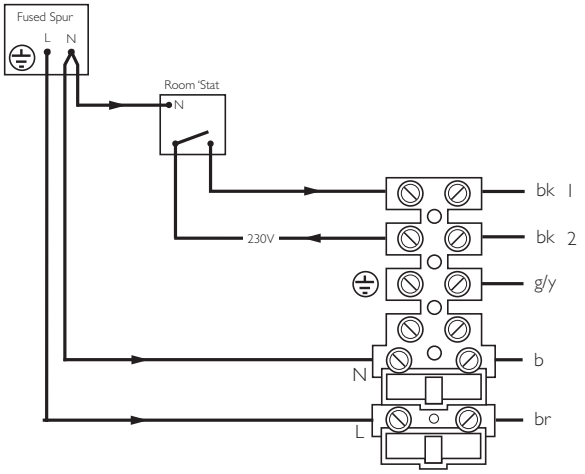

Fig. 39
NOTE: An external frost thermostat cannot be used in conjunction with the integral timer. The integral timer can be replaced with the blanking plate supplied in the installation kit, and wiring connected as in Fig. 39.
6. Remove the link between terminals 1 & 2. The 230V supply at terminal 2 must be connected to the thermostat. The switched output from the thermostat must be connected to terminal 1 (Fig. 39). If the room thermostat being used incorporates an anticipator it MUST be wired as shown in Fig. 39.